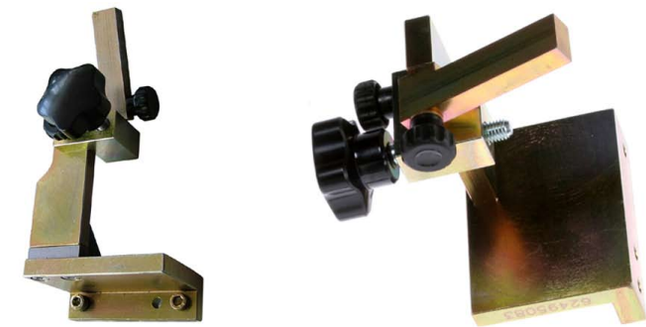

Fig.2
2. Install tool **(000200)** (**Fig.2**) for tooth adjustment; in case the introduction of the tool in the tooth race is difficult, loosen the fork and tooth screws, except the 5th/6th one (reference).